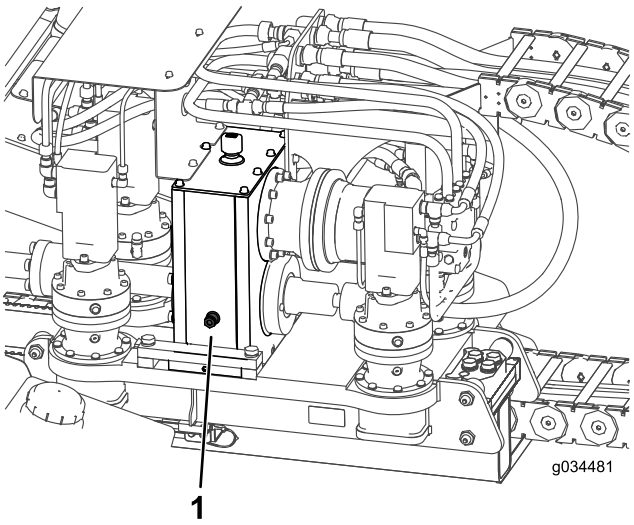

Figure 136
2. Check the oil level on the sight-glass on each thrust motor planetary drive (Figure 136).
3. Remove the breather cap and add the oil into the planetary drive until the oil level on the sight-glass is at least half full (Figure 136).
2. Check the oil level on the sight-glass on the gearbox drive (Figure 136).
3. Remove the breather cap and add the oil into the gearbox drive until the oil level on the sight-glass is at least half full (Figure 136).
8. Fill the gearbox with oil until the oil level in the sight glass is more than half full (Figure 136).